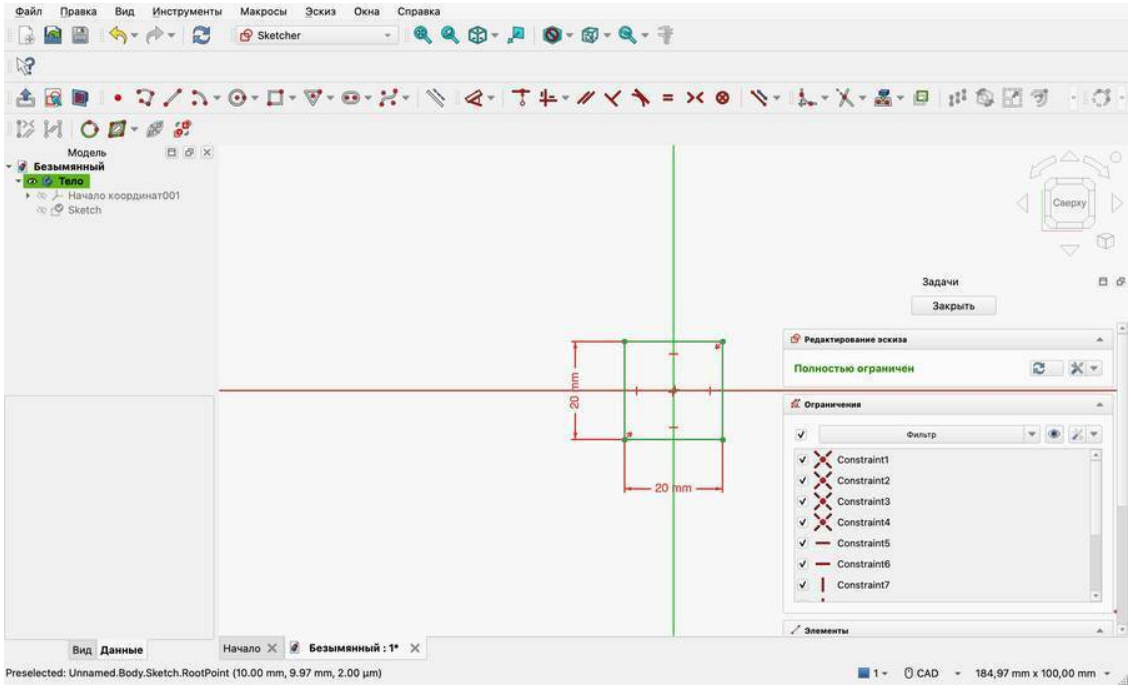

Рис. 3.5 — Готовый эскиз: «Полностью ограничен»
8. Сверьтесь с рис. 3.5: линии зелёные, в панели «Задачи» написано «Полностью ограничен» (Fully constrained).